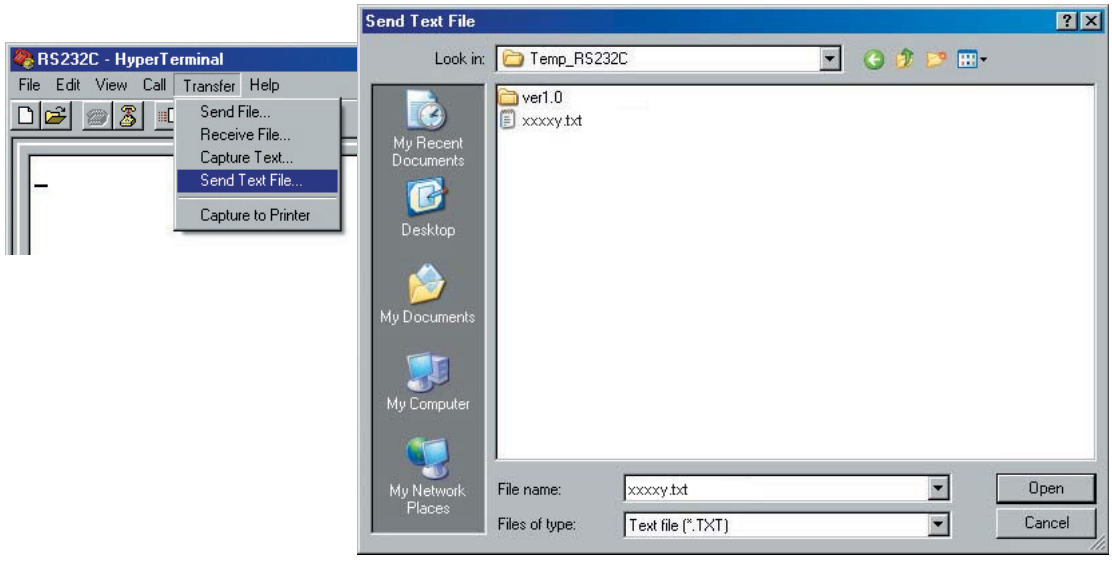

Fig. 6
The “SR301-HyperTerminal” screen appears. (Fig. 6)
“SR301-ハイパーターミナル”画面が表示されます。（Fig. 6）
4. Click [Transfer] → [Send Text File], and select the text file. (Fig. 6)
4. ［転送］→［テキスト ファイルの送信］をクリックし、送信するテキストファイルを選択します。（Fig. 6）